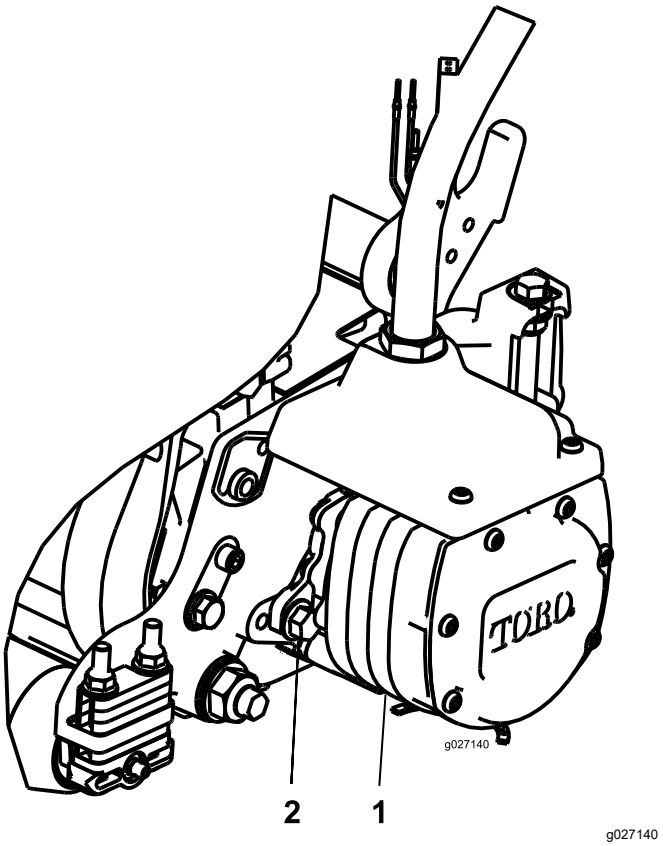

Figur 24
3. Ret motoren ind efter klippeenheden, så motorflangerne er fri af boltene i urets retning (Figur 24).